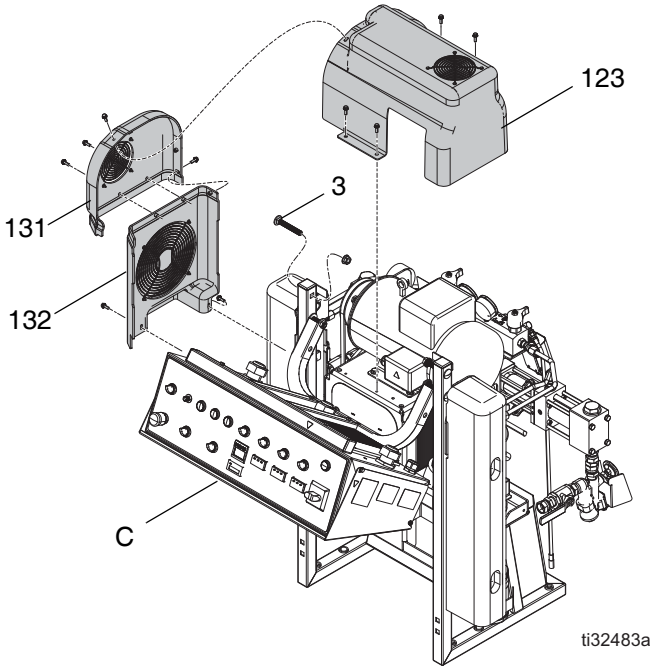
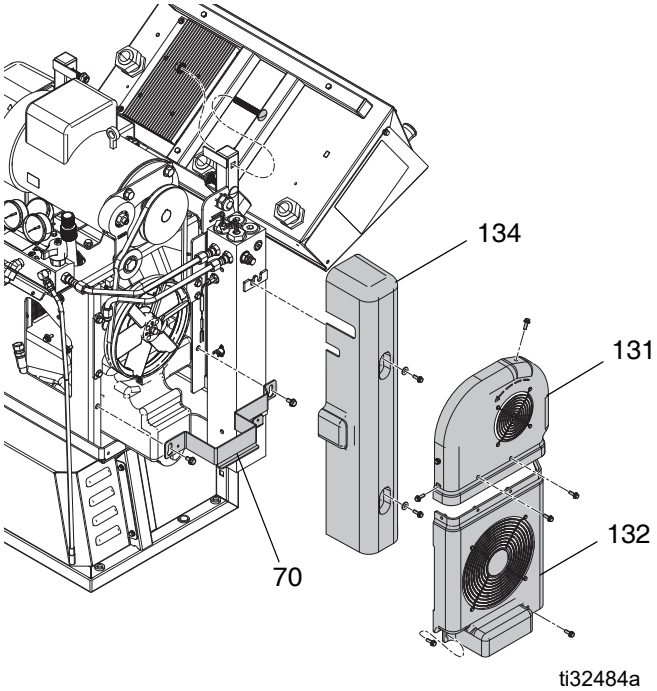

図 63
図 64
6. モーターとベルトカバー（123、131）を取り外します。カバー（123）を上げ、シルバーのブラケット（70）ファスナーをゆるめます。シルバーのブラケット（70）をファスナーから取り外し、脇に置きます。ベルトカバー（131、132）を取り外します。ヒーターカバー（123）を取り除きます。図 63 および 図 64 を参照してください。